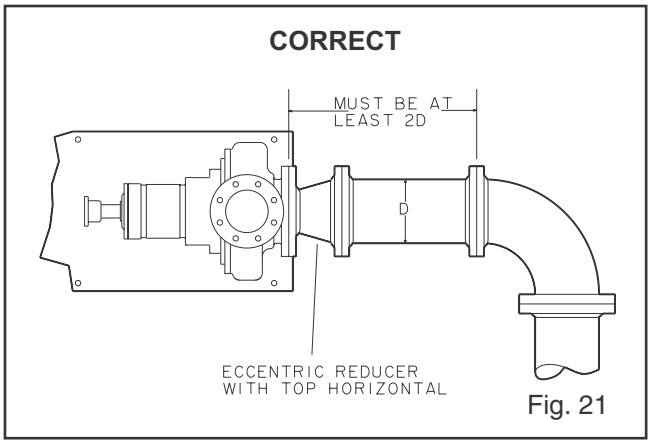

Fig. 21
1. Use of elbows close to the pump suction flange should be avoided. There should be a minimum of two pipe diameters of straight pipe between the elbow and suction inlet. Where used, elbows should be long radius (Fig. 21).